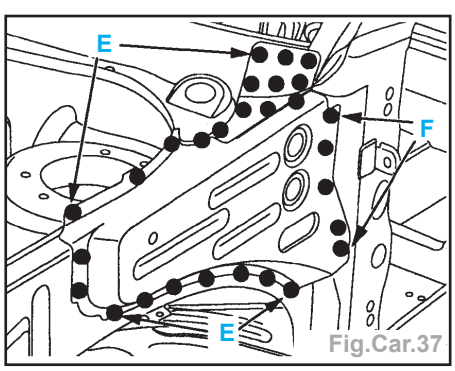

Fig.Car.37
- Souder par points électriques (suivant **E**) (avec l'équipement AB1) (Fig.Car.37).